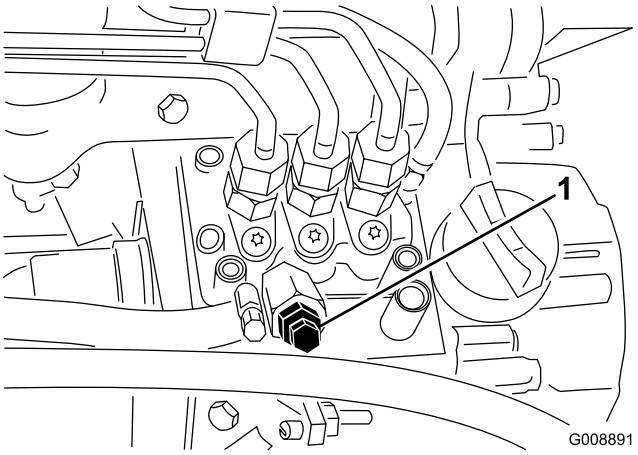

Figur 34
3. Åpne lufteskruen på pumpen for drivstoffinnsprøyting (Figur 34).